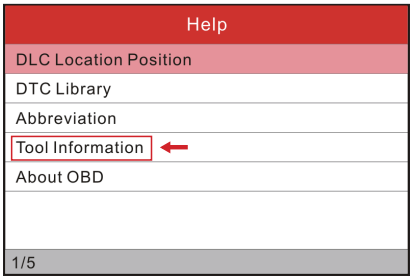

Рисунок 4
6. Выберите ‘Информация об приборе’ (см. Рисунок 4) и нажмите кнопку [OK] для входа.